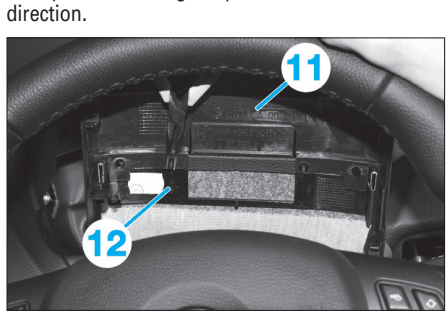

Fig. 7
• Basculer l'habillage supérieur (11) de la colonne de direction vers l'avant **(Fig.7)**.
• A l'aide d'une pince, dégrafer le couvre joint (12) et déposer l'habillage supérieur de la colonne de direction.